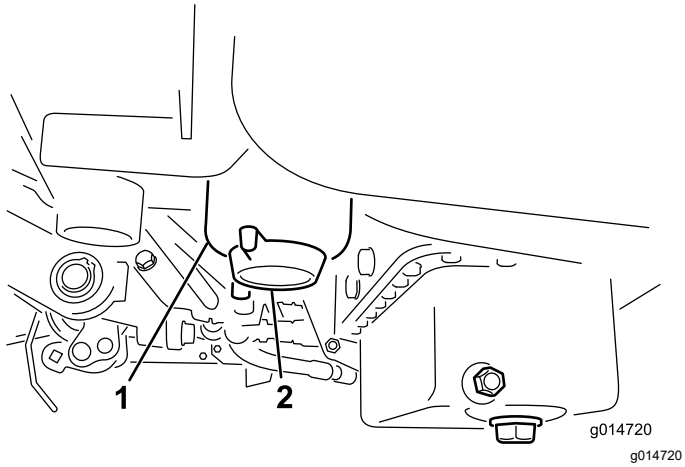

Figura 36
2. Pulite la superficie circostante la scatola del filtro (Figura 36).
4. Aprite il tappo di spurgo del filtro (Figura 36).